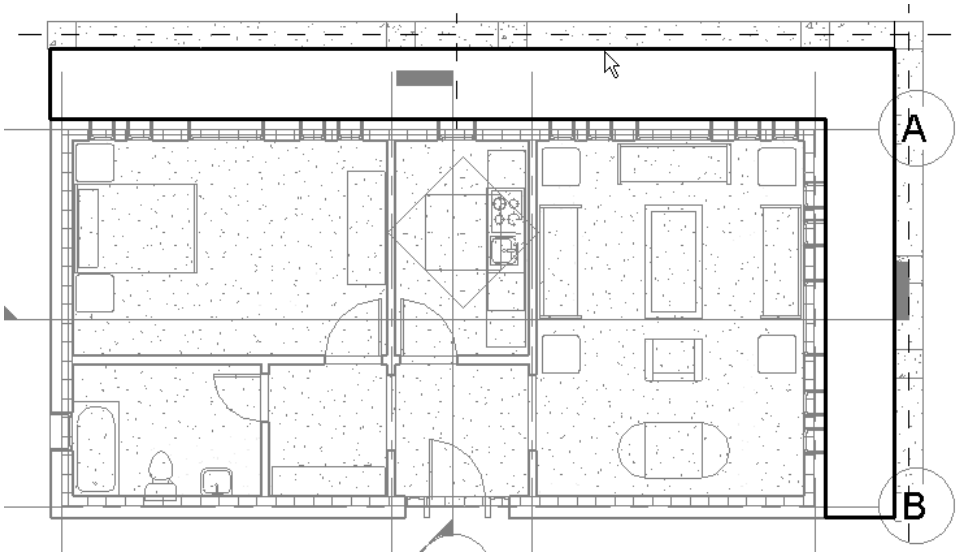

Figure 16-69 *A foor slab added using the* ***Floor*** *tool*
29. Invoke the **Floor: Architectural** tool from **Architecture >Build > Floor** drop-down and add the floor slab between the exterior wall and the columns on the two sides at the second floor level, as shown in Figure 16-69. After you create the floor, Autodesk Revit displays a prompt box. Choose the **No** button to keep the walls detached from the slabs created in this design option.